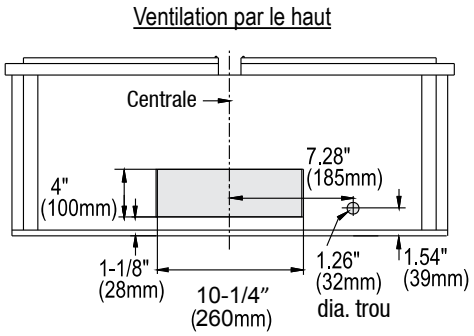
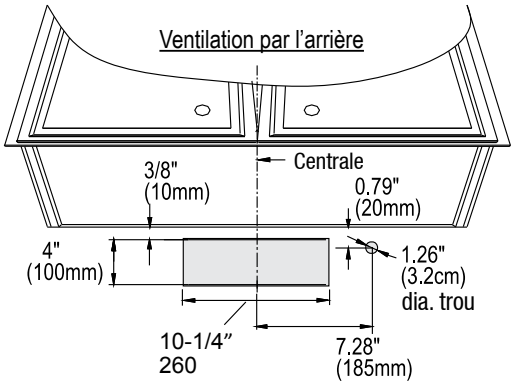

Fig.3
Fig.4
a. Déterminer si votre système de ventilation existant évacue l'air par le haut ou par l'arrière. Veiller à ce que les ouvertures dans l'armoire ou dans le mur pour le clapet et pour l'accès à l'électricité sont à des endroits appropriés et sont de tailles appropriées. Voir la Fig. 3 si votre ventilation est par le haut ou voir Fig.4 si elle est par l'arrière.